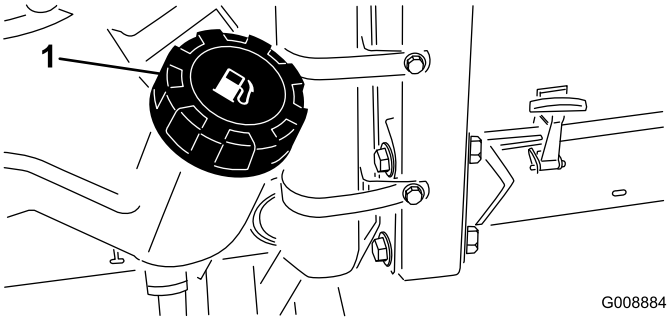

**Figur 22**
1. Rengör området runt tanklocket (Figur 22).